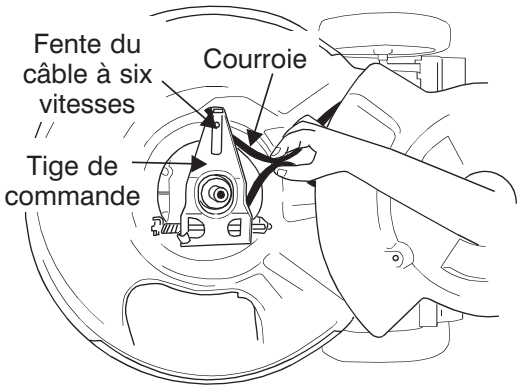

Figure 23
12. Pressez la courroie et poussez-la. Poussez la tige de commande vers l'intérieur, vers le plateau de coupe et sortez le câble à six vitesses de la fente. Voir la Figure 23.